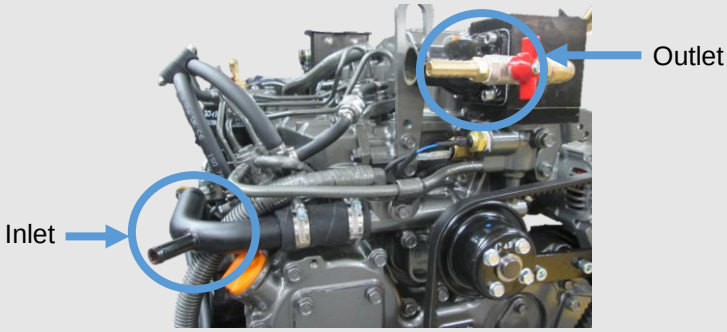

Figure 18: Calorifier Connections
- The connections for the calorifier are shown on (**Figure 18**)